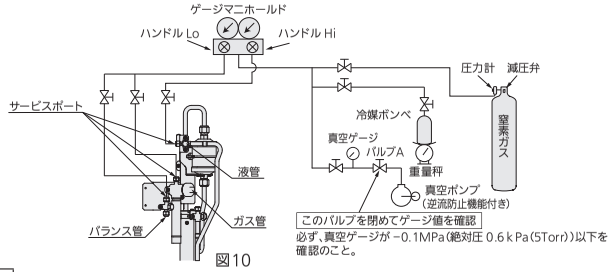

図10
- ガス管、液管、バランス管のサービスポートに窒素ガス、真空ポンプ等を接続してください。(図10)
2)ガス管、液管、バランス管のサービスポートに真空ポンプ、真空ゲージを接続してください。(図10)